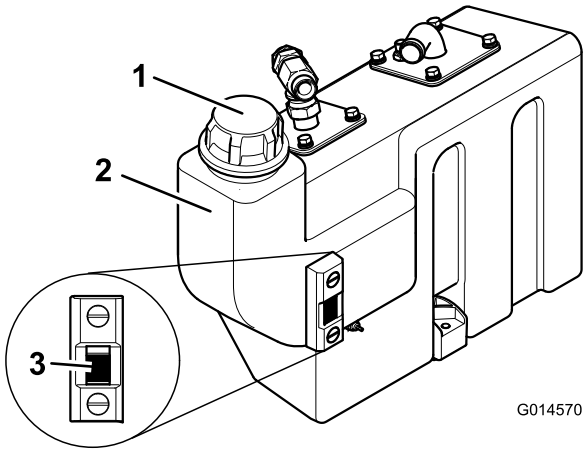

Figuur 26
3. Als u de hydraulische olie moet bijvullen, maak dan schoon rond de dop van de hydraulische tank (Figuur 26). Verwijder de dop van de tank.